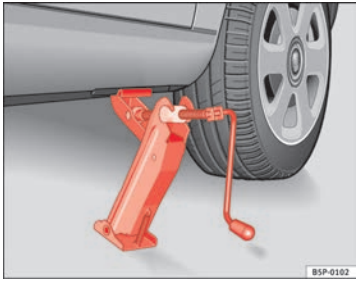

Fig. 159 Fitting the jack
– Align the jack so that the arm of the jack fits around the rib under the door sill and the movable base plate of the jack is flat on the ground ⇒ fig. 159.